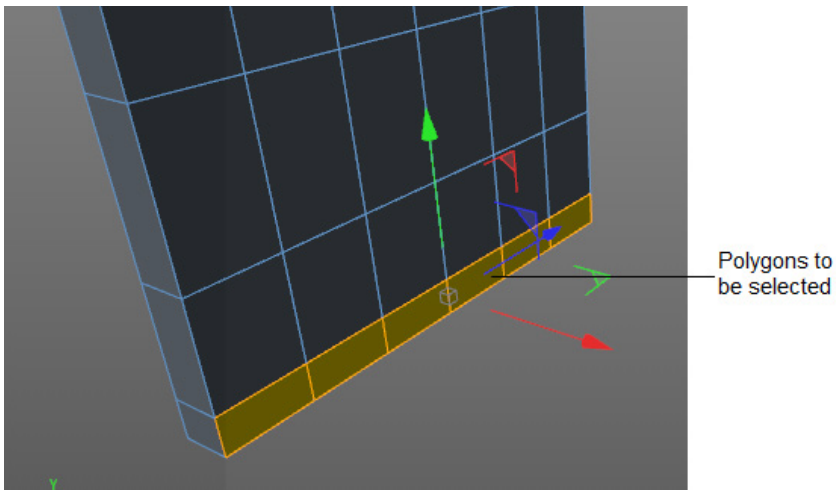

Figure 3-84 *The selected polygons of Computer table*
3. Choose the **Polygons** tool from the Modes Palette; *Computer table* is displayed in the polygon mode. Choose the **Live Selection** tool from the Command Palette and make sure that the **Only Select Visible Elements** check box is selected. Now, select the polygons of *Computer table*, as shown in Figure 3-84.